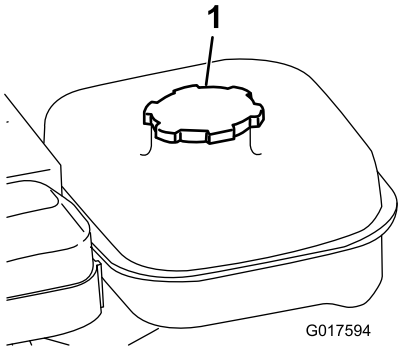

Figuur 17
1. Reinig de omgeving van de tankdop en verwijder de dop van de tank (Figuur 17).